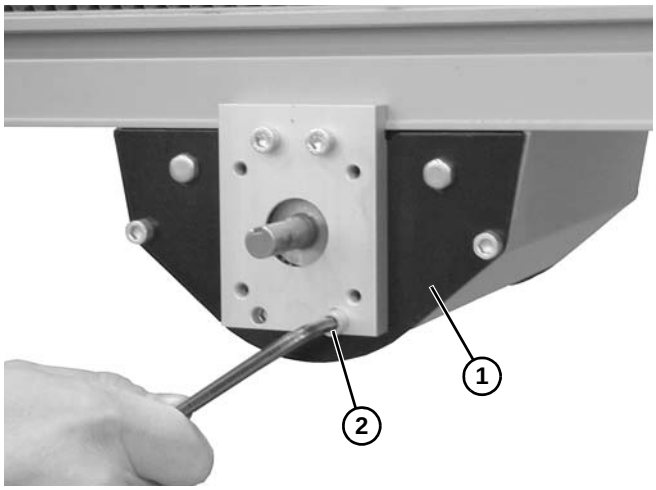

Figure 91
10. Sécuriser l'ensemble d'entraînement **(Figure 91, élément 1)** à l'aide des vis **(Figure 91, élément 2)** de chaque côté de l'ensemble. Serrer au couple de 7 N.m.